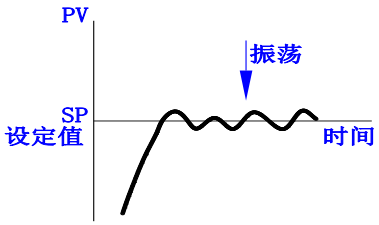

图3.16 产生震荡
4) 产生震荡，如图 3.16 所示。 方法：减小 Kp 值,观察震荡是否衰减，增大 Ki 值。